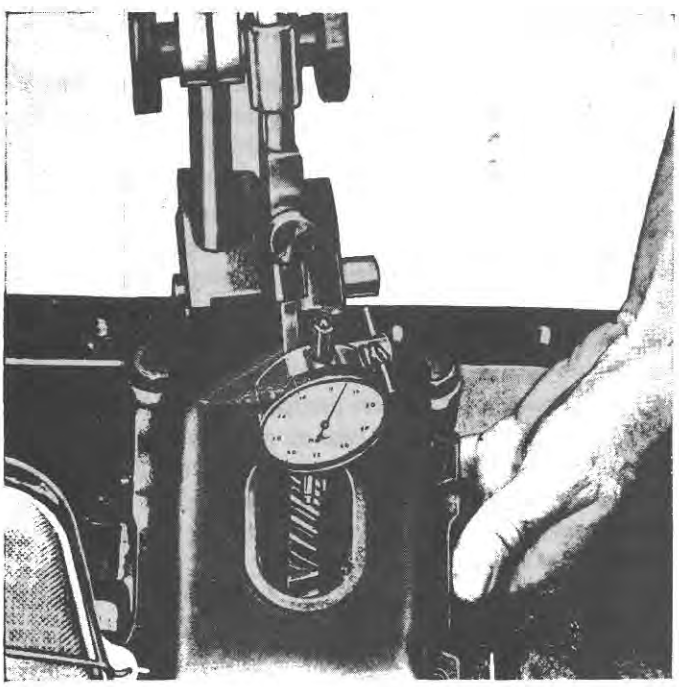
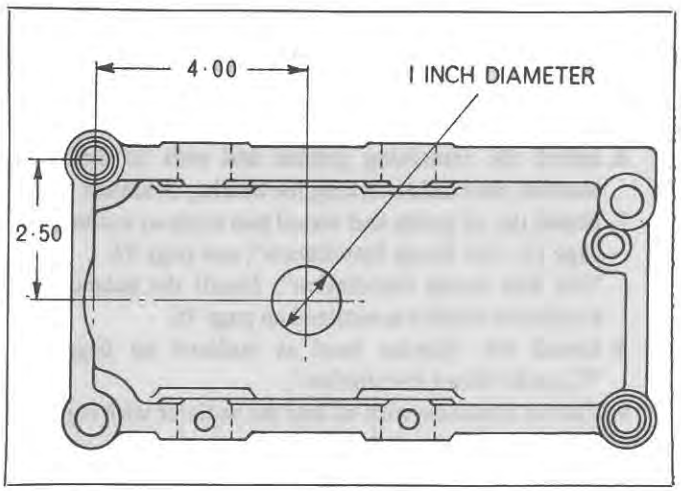

Figure 59
Figure 60
3. With the balancer mounted to the engine block, check the backlash between the balancer drive gear and crankshaft dynamic balancer gear. To do this, use a dial indicator as shown in Figure 59 with the dial plunger perpendicular against the face of one of the drive gear teeth, "rock" the drive gear to obtain the backlash. Backlash is to be taken at 90° intervals around the drive gear. On balancer supports that do not have a slot in the bottom, drill a 1·0 in. (25·4 mm.) diameter hole as shown in Figure 60. If the gears do not meet backlash specification on page 63 one or both should be replaced until the specified backlash has been obtained.